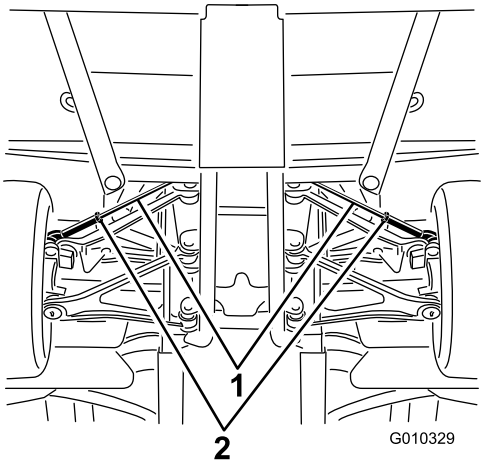

Figur 66
A. Løsn kontramøtrikken midt på forbindelsesstangen (Figur 66).